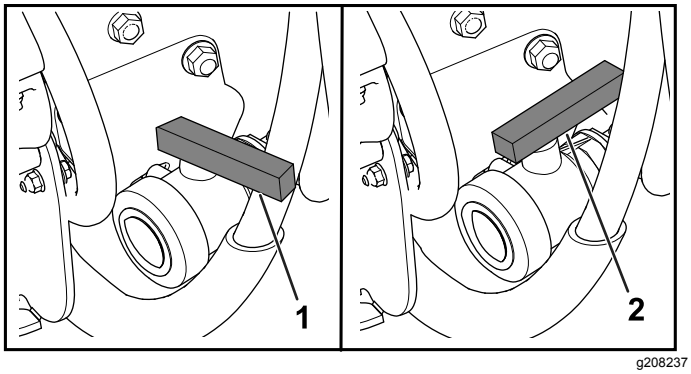

Figur 86
3. Åpne ventilen for å tappe ut eventuelle materialer fra tanken (Figur 86).
4. Lukk tappeventilen (Figur 86).